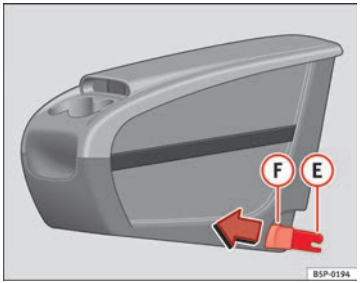
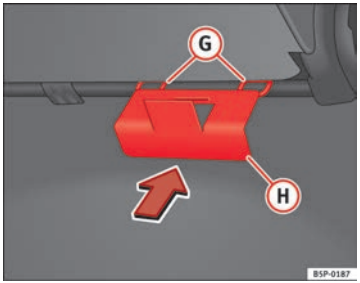

Fig. 110 Mobile storage compartment. Installation
Fig. 111 Mobile storage compartment mounting plate
– Fit the mobile storage compartment mounting plate (H) ⇒ Fig. 111 from the inside of the vehicle, through the rear part of the seat. It should be fitted between the backrest and the seat, in the central seat area.
– Set both mounting pieces together (E) ⇒ Fig. 110, with both mounting rings (G) ⇒ Fig. 111 and press hard until both the clips completely connect with the rings.
– Pull each of the buttons ⇒ Fig. 110 (F) on the clips (red buttons) forwards, until they snap out of place.